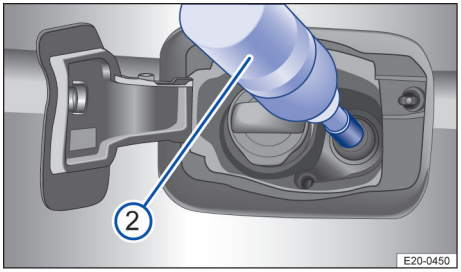

Fig. 165 Ravitaillement en AdBlue avec le bidon de recharge
2. Placez le bidon de recharge sur la goulotte de remplissage d'AdBlue® et vissez-le à la main → fig. 165.
4. Poussez le bidon de recharge vers la goulotte de remplissage et maintenez le bidon dans cette position → fig. 165 ②.
6. Le réservoir d'AdBlue® est rempli lorsqu'il ne s'écoule plus d'AdBlue® du bidon de recharge → ①.